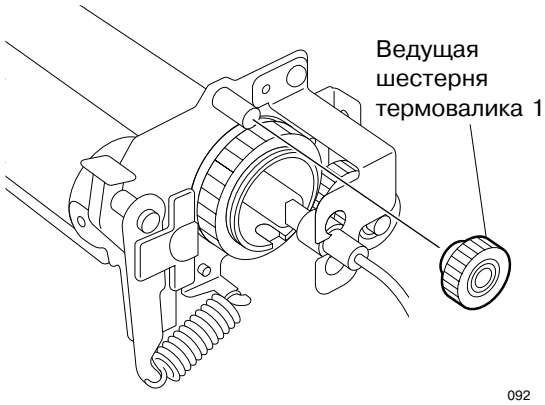

Рис. 14-7-15
8. Снимите ведущую шестерню термовалика 1. (См.Рис. 14-7-15)